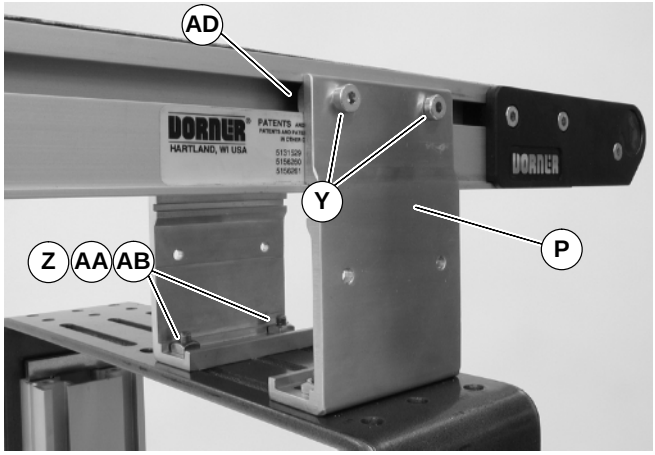

Figure 10
3. Insert T-bars (AC of Figures 9) into conveyor side slots (AD of Figure 10). Fasten brackets (P of Figure 10) to conveyor with mounting screws (Y).
4. Fasten brackets to support stand with mounting screws (Z of Figure 10), washers (AA) and nuts (AB).
5. Tighten screws (Y & Z of Figure 10) to 60 in-lb (7 Nm).